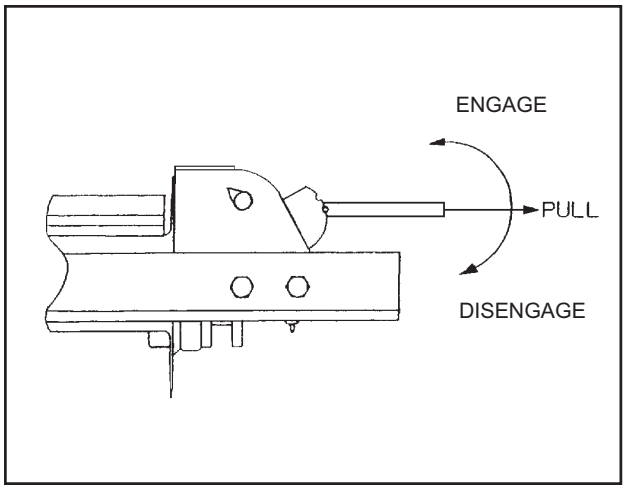

Figure 3-5 12,000# Winch Clutch
3-14.2 The **WINCH CLUTCH HANDLE (See Figure 3-5 and 3-6)** is located on the right or curb-side end of the winch assembly. The function of the **WINCH CLUTCH HANDLE** is to engage or disengage the winch, allowing it to respond to the **WINCH HYDRAULIC LEVER**. For trailers equipped with optional **PNEUMATIC WINCH CONTROL** (15,000 lb. and 20,000 lb. winches only), the control is a switch on the control panel **(See Figure 3-3)**. If the semitrailer also has the optional **WINCH SPOOL AND AIR TENSION**, it also is controlled by the same switch on the control panel. For the 15,000 lb. and 20,000 lb. winch, this switch controls both the clutch and the winch air tensioner simultaneously. For the 12,000 lb. winch, this switch controls only the air tensioner.
a. The **12,000 lb. WINCH CLUTCH HANDLE** has two positions: **(See Figure 3-5)**